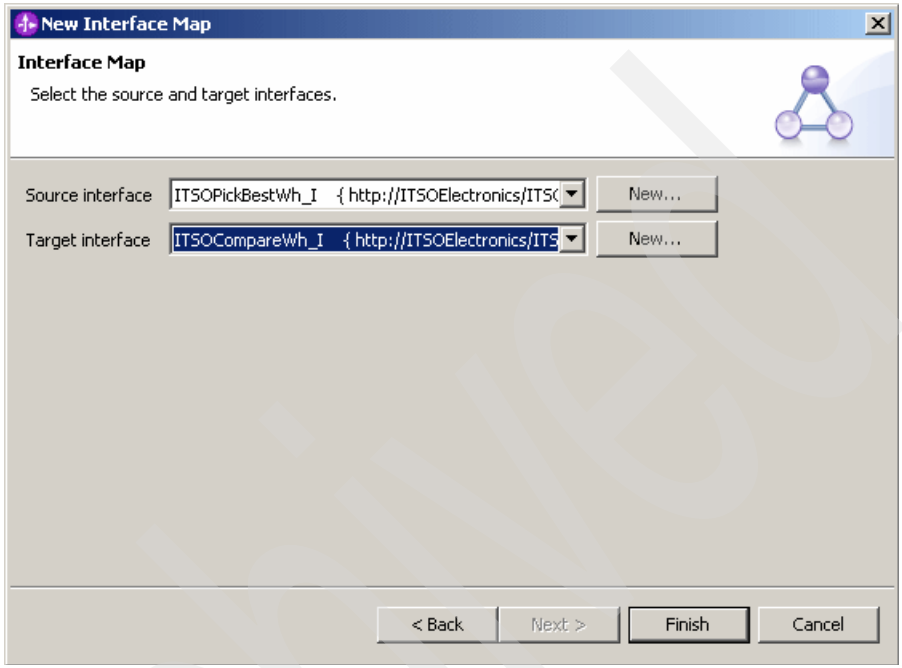

Figure 10-67 New Interface Map wizard: Selecting the source and target interfaces
3. In the next panel (Figure 10-67), for Source interface, select **ITSOPickBestWh_I**. For Target interface, select **ITSOCompareWh_I**. Click **Finish**. The Interface Mapping Editor opens.